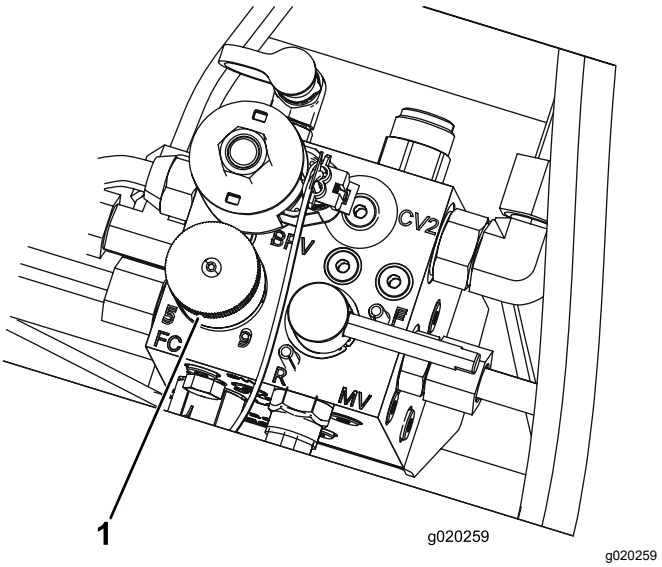

Figur 33
4. Still inn spolehastigheten ved å vri knotten (Figur 33) til indikatorpilen er på linje med antallet som angir ønsket innstilling.